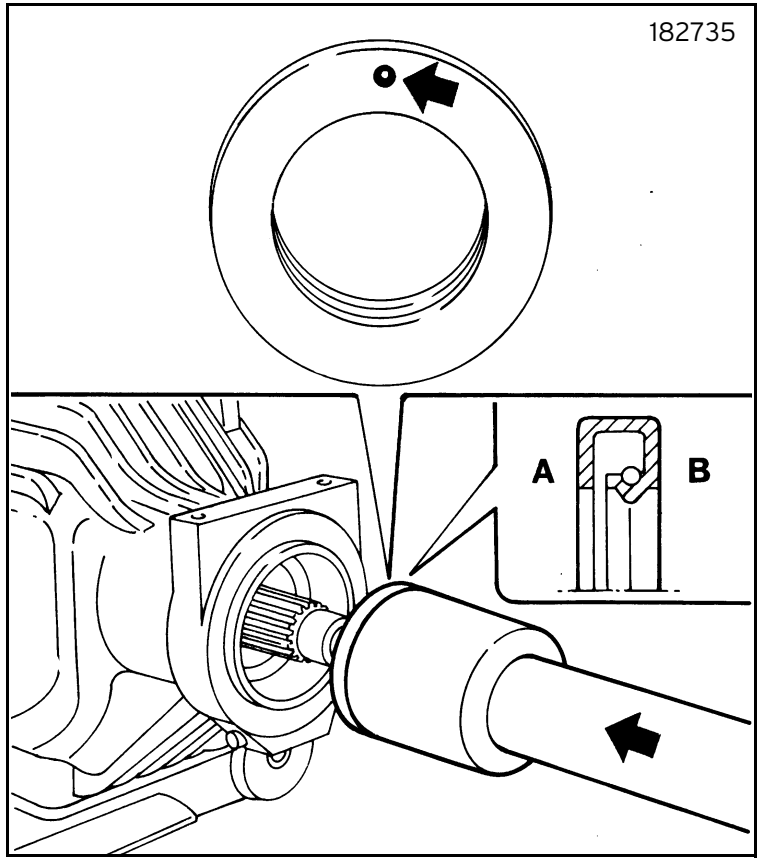

Fig. 35
- Make a hole (diameter 2 mm) on the outer seal body (detail), fill the space between the rings with grease and use a suitable block to fit the outer seal (figure 35).